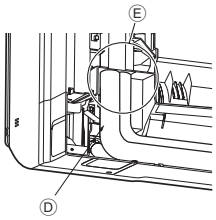

Fig. 3-10
6. Tape a parte de ligação de afunilamento com a tampa do tubo de ligação em forma de L ④ para não ficar à vista. (Fig. 3-10)
- Ⓐ Tubo de ligação em forma de L ④
8. Tape a parte de ligação de afunilamento com a tampa do tubo de ligação em forma de L ④ para não ficar à vista. (Fig. 3-10)